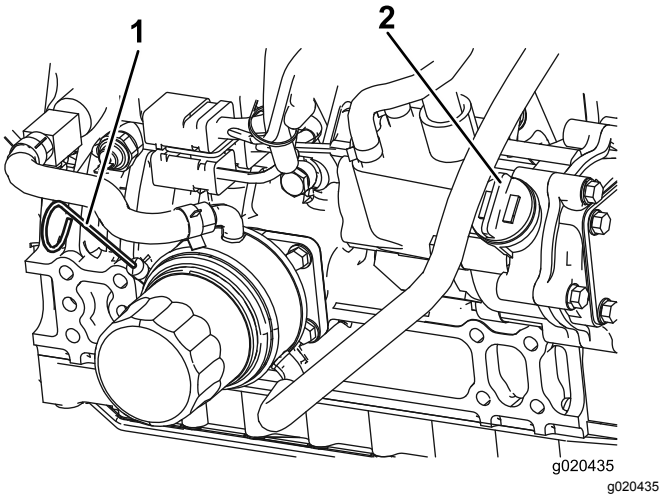

Figur 73
3. Ta ut oljestickan, torka av den, sätt tillbaka den i röret och dra ut den igen. Oljenivån ska nå upp till markeringen ”Full” (Figur 73).
4. Om oljenivån ligger under markeringen ”Full” ska du ta av påfyllningslocket (Figur 73) och fylla på olja tills den når markeringen. **Fyll inte på för mycket.**